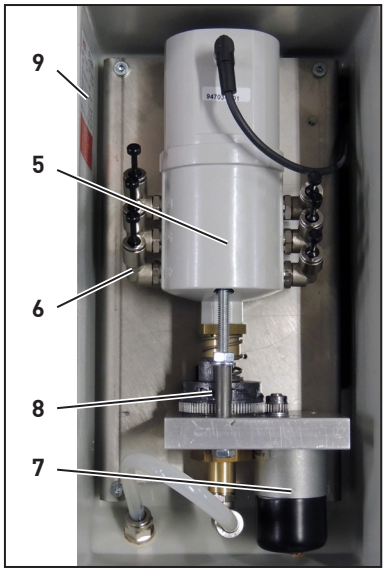

Fig. 3-2 Unité de pompage et distribution
- Introduire les extrémités des tubes dans les graisseurs (6, fig. 3-2) et vérifier l'étanchéité et la sûreté des raccords.